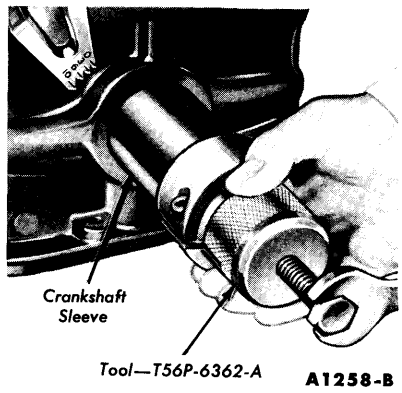

FIG. 46—Crankshaft Sleeve Removal
10. If the crankshaft sleeve is not stepped down (the same OD on both ends), remove it as shown in Fig. 46. If the sleeve is stepped down, remove it with a three jawed puller (tool 7675-N).